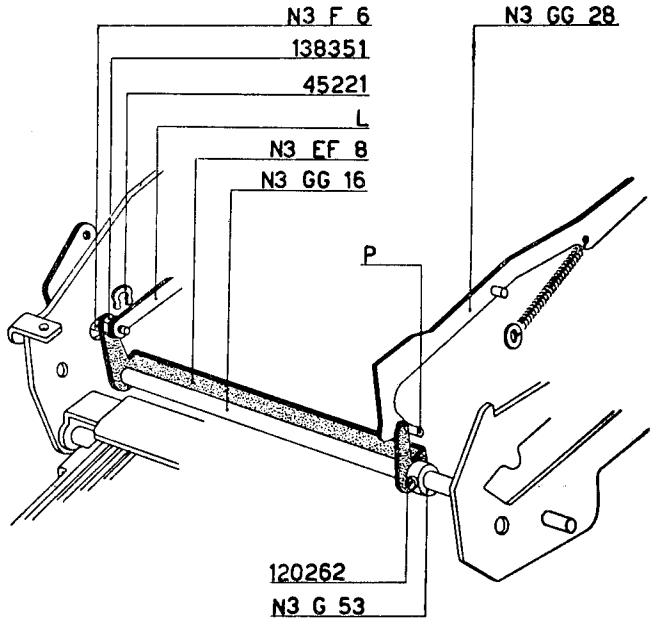

fig. 54a
d) Infilare dall'asola del fianco interno sinistro della macchina il perno N3 F 6 (figure 54a e 54b). Alloggiarlo nel foro superiore del piego di sinistra del telaio N3 EF 8 ed avvitarvi il dado 138351. All'estremità del perno N3 F 6 va alloggiata la leva scandaglio **L**.